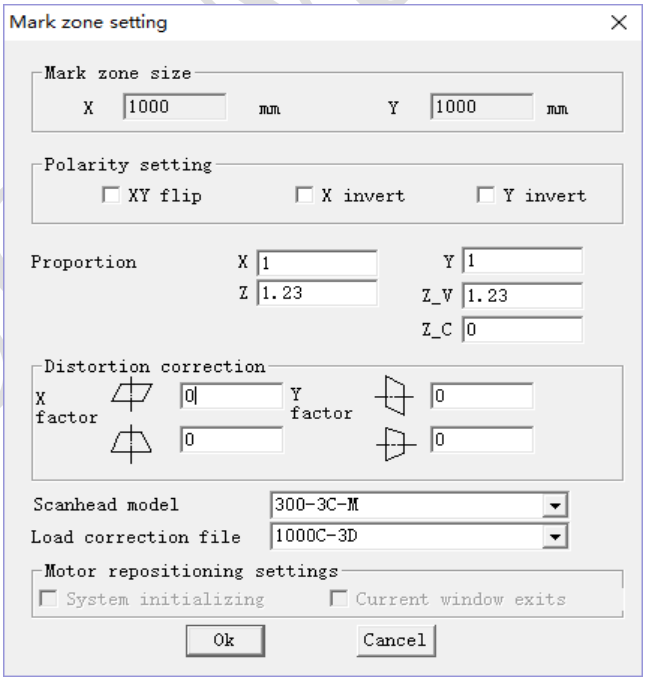

Figure 1-3-3 Mark zone settings
3)Mark zone settings: select the "mark zone settings" command under "Settings" menu, according to the laser, select the scanhead model and correction file, as figure 1-3-3" mark zone settings ":